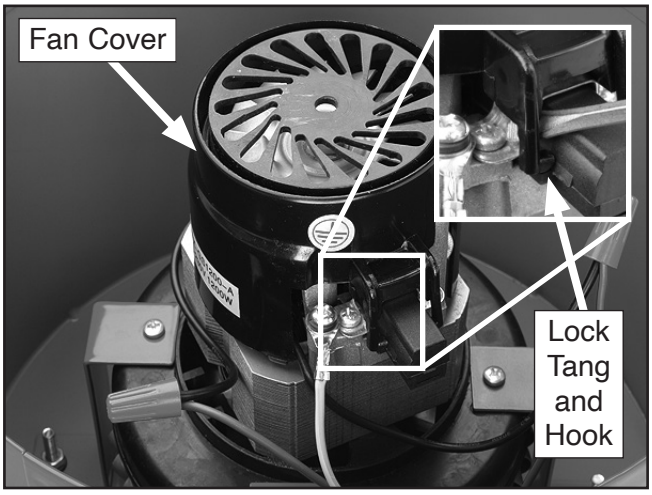

Figure 35. Brush removal.
4. While pulling fan cover upwards, use standard screwdriver to carefully pry out cover lock tangs just enough to clear hooks (see **Figure 35**), then remove cover from motor.